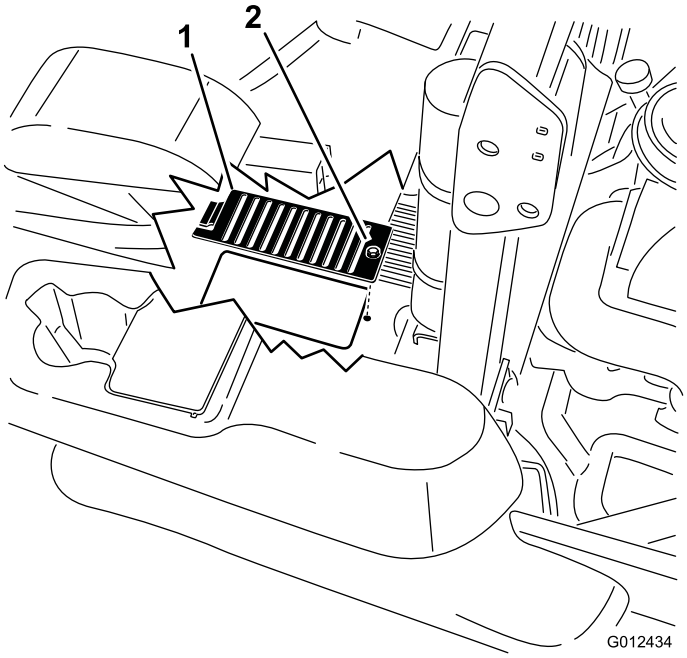

**Figure 70**
6. Au-dessus de chaque jauge, retirez le couvercle ainsi que le boulon fixé dessus. Nettoyez la surface autour de chaque jauge et unité hydraulique (Figure 70).